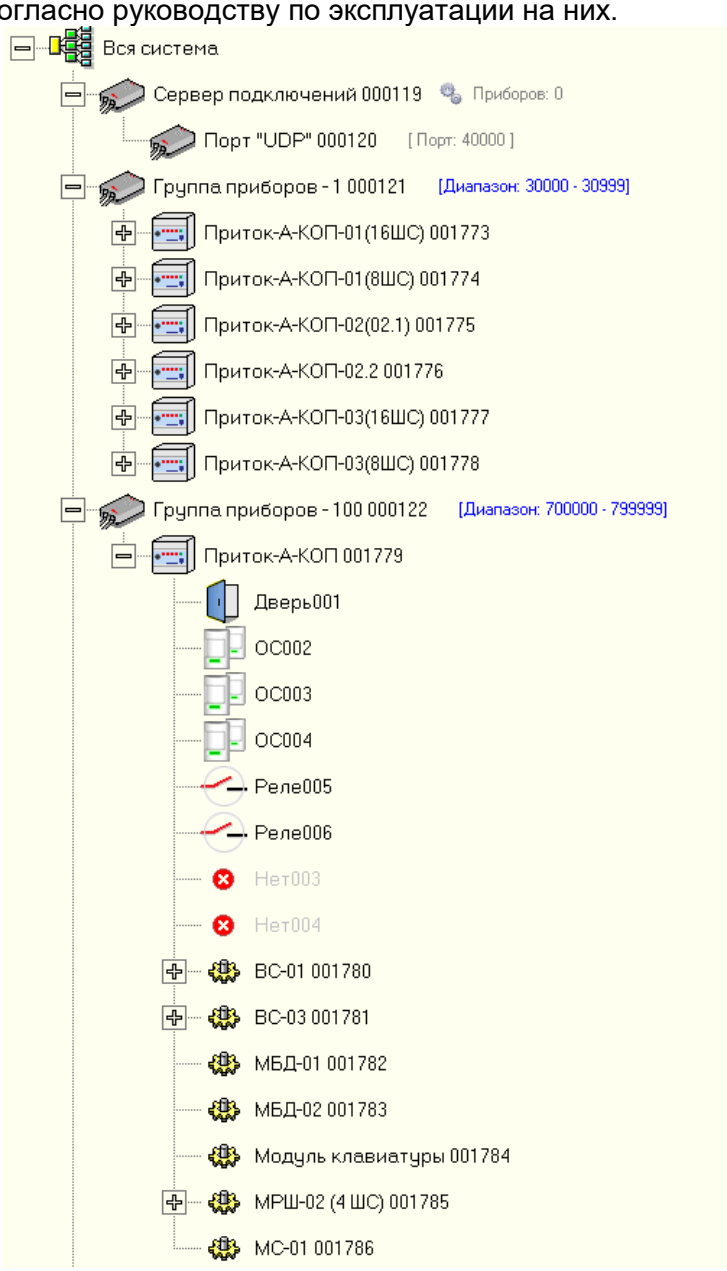

Рисунок 3 – Описание прибора в АРМ «Конфигуратор»
– Для описания прибора в АРМ «Конфигуратор» на ПЦН необходимо в «Группу приборов - 1» добавить устройство (см. рисунок 3) из списка:
При подключении к прибору модулей расширения шлейфов (МРШ-02, МБД-01, МБД-02), модулей индикации (Клавиатура ППКОП (М4), Приток-А-ВС-02), транзитных модулей (ВС-01, МС-01) в АРМ «Конфигуратор» на ПЦН необходимо добавить прибор в «Группу приборов - 100» (см. рисунок 3). Добавить модули согласно руководству по эксплуатации на них.